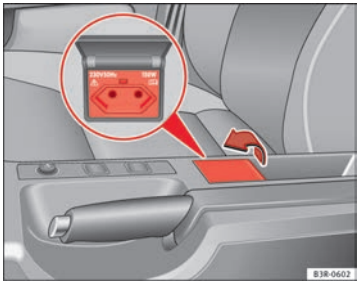

Abb. 124 Mitte der Mittelkonsole: 230-Volt-Steckdose
– Die Kappe zum Öffnen anheben ⇒ Abb. 124.